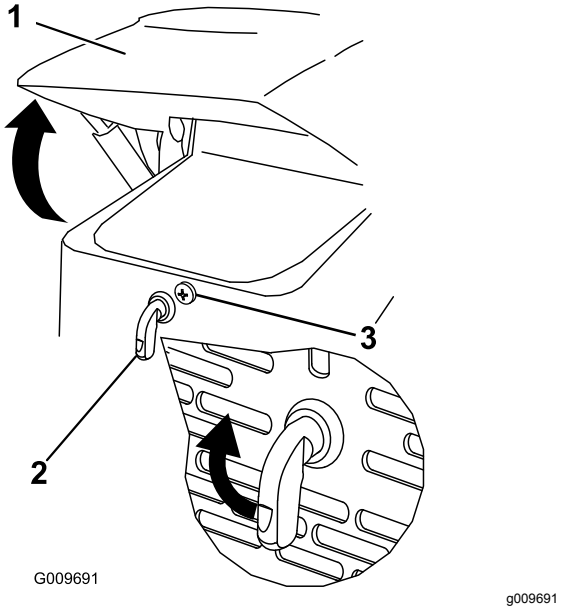

**Figur 24**
1. Lossa motorhuvens låsskruv (Figur 24)
2. Vrid motorhuvsspärren medurs (Figur 24).
3. Sväng upp huven (Figur 24).
3. Dra åt motorhuvens låsskruv och fäst spärren (Figur 24).